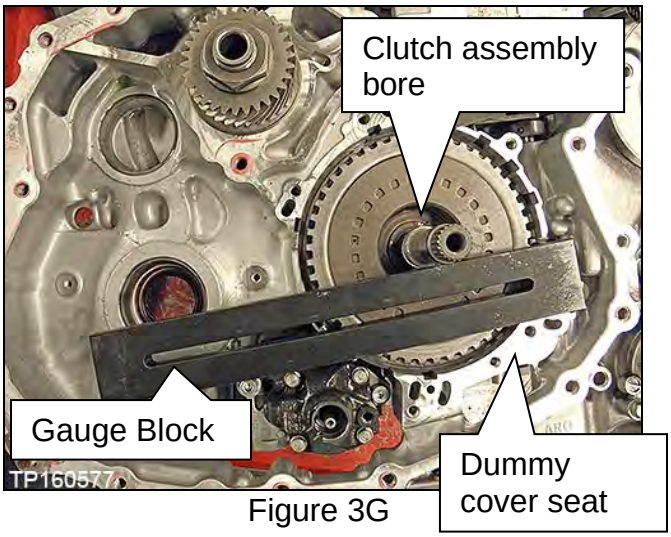

Figure 3G
a. Position the Gauge Block over the clutch assembly bore on the surface where the dummy cover seats (Figure 3G).